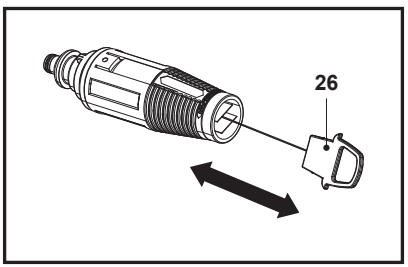

Rys. 22
2. Usunąć zabrudzenia z otworu dyszy przy użyciu igły (26) (rys. 22).